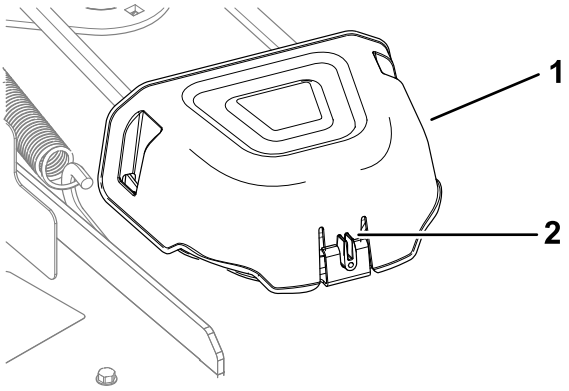

Figura 47
4. Presione la pestaña de la cubierta para retirar las cubiertas de las poleas (Figura 47).